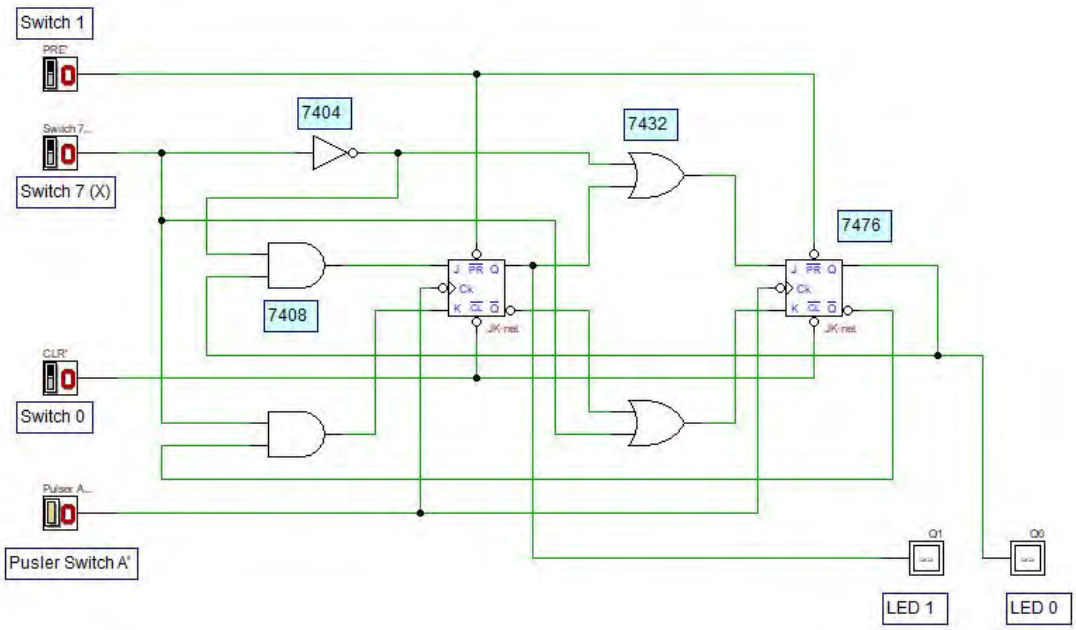

Figure 4: A Synchronous Counter Circuit
1) You are given a counter circuit as shown in Figure 4.
2) By using all materials and equipment's listed in section C, construct the physical circuit of Figure 4. (Make sure all ICs are connected to Vcc and GND).